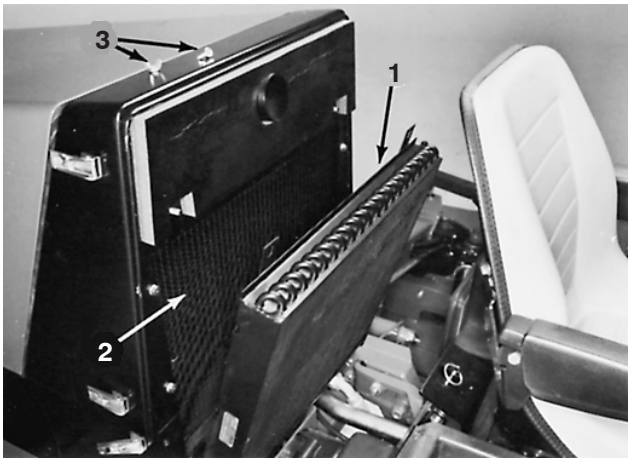

Figure 44
C. Remove wing nuts securing top of oil cooler to upper radiator support and pivot top of oil cooler away from radiator (Fig. 44).